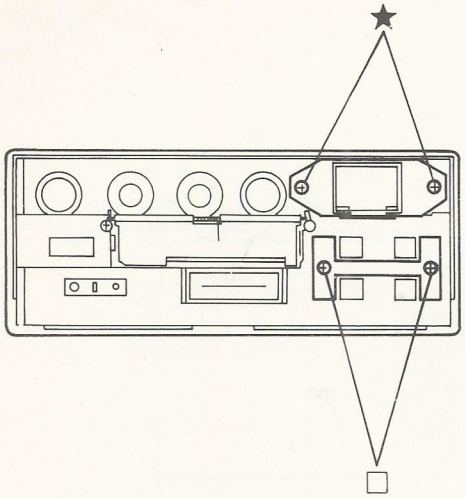

Figure 4
(3) Remove four screws marked "□" and "★" as shown in Figure 4, and then the L.E.D. P.C.B. and level meter can be removed from the nose piece.
(4) Disconnect all wires from the P.C.B.